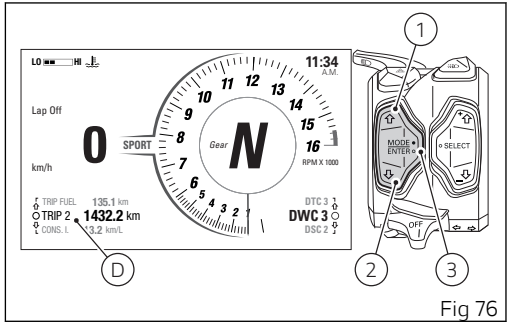

Fig 76
Trip information "TRIP 2" (D, Fig 76)can be reset by pressing ENTER (3) when selected: "RESET?" is displayed in place of the data.